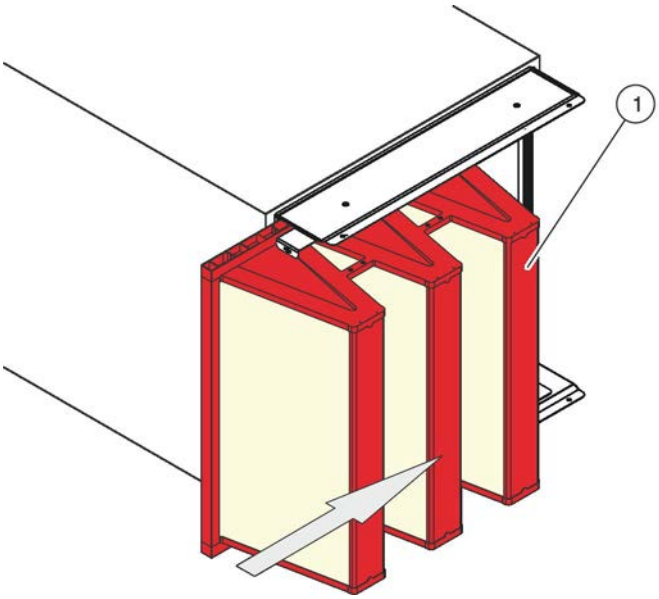

Fig. 61: Remplacement de l'élément filtrant
6. ▸ Rentrer le nouvel élément filtrant (Voir la Fig. 61/1) en le glissant par le côté.